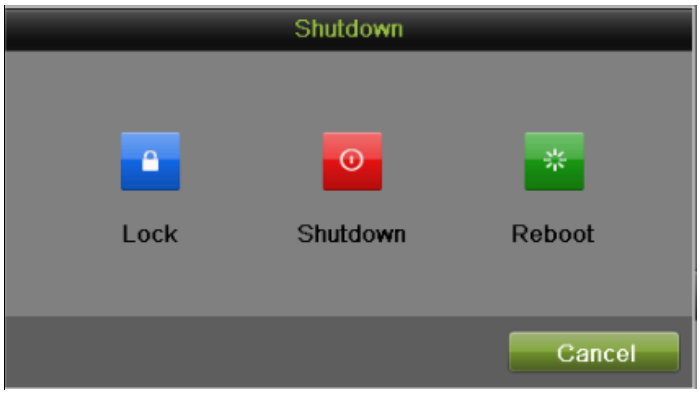

Figure 16 Shutdown Menu
1. Shutdown your DVR by going to Menu > Maintenance, click in the lower left corner to pop-up the Shutdown menu, as shown in Figure 16.
While in the Shutdown menu (Figure 16), you may also reboot your DVR by clicking Reboot.